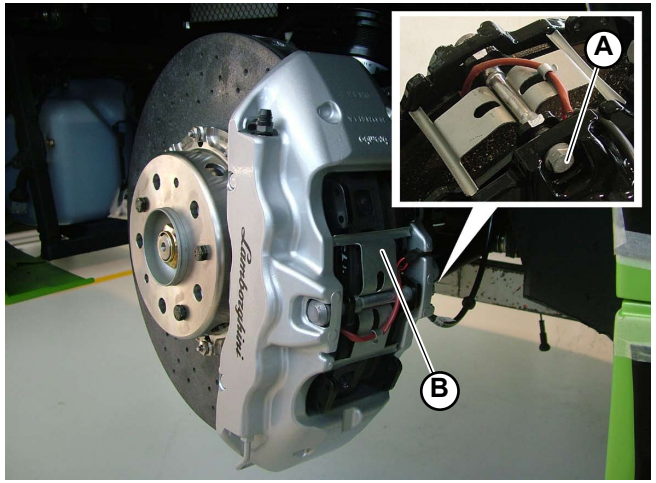

Fig.3
1. Unscrew and remove the pin (**A-Fig.3**) from the caliper.
2. Remove the bracket (**B-Fig.3**) from the caliper.